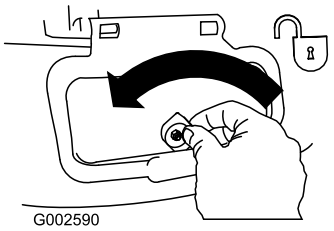

Figur 33
1. Lås opp sideutslippsluken (Figur 33).